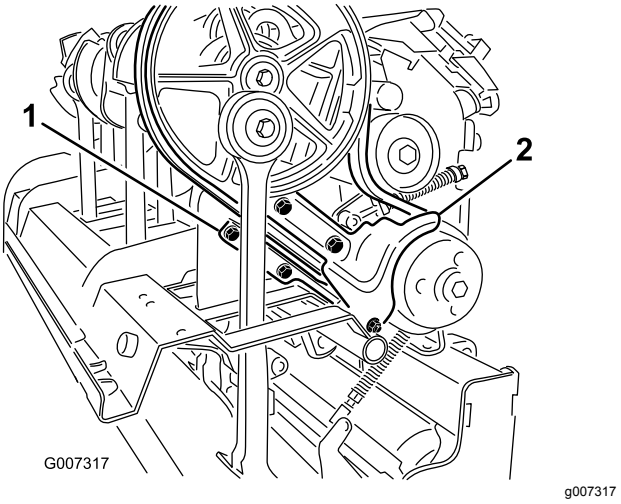

Figur 37
3. Fjern de fastgørelsesanordninger, der fastgør smudsafskærmningen og den nederste remafskærmning (Figur 37). Afmonter smudsafskærmningen og den nederste remafskærmning.